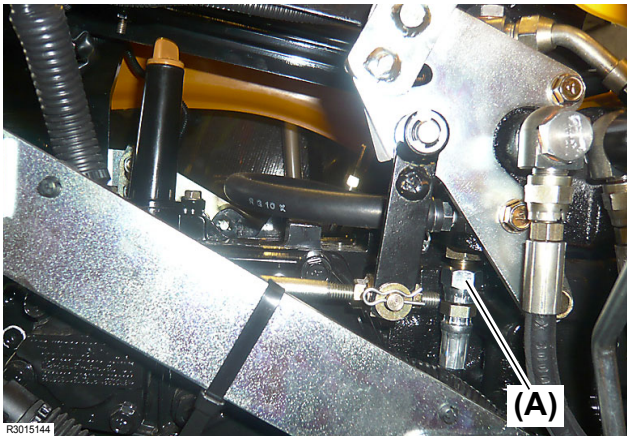

Fig. 3
3. Disconnect the hydraulic hose **(Fig. 3, (A))** having been connected to the lift cylinder from the bottom of the control valve.